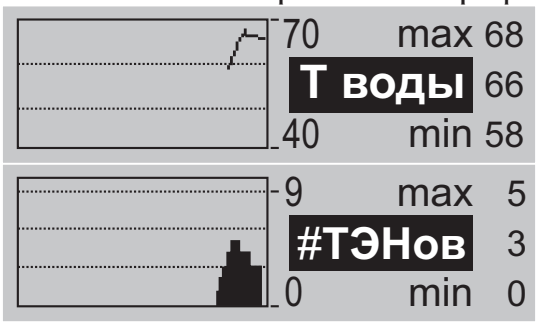

Рисунок 10.
5.12.5 Окна временных графиков показаны на рис. 10, 11